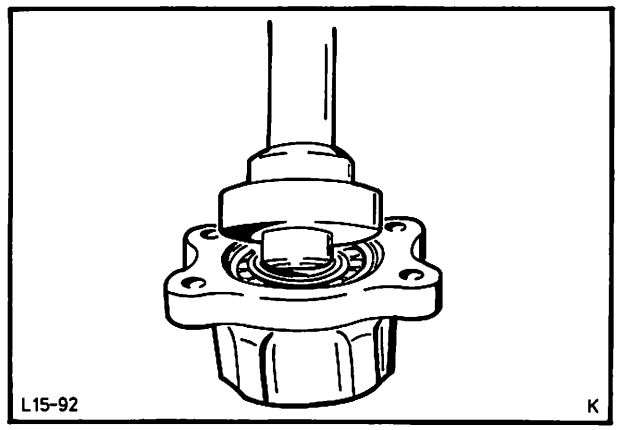

Abb. 142 Kugellager und Radialdichtringe mit Spezialwerkzeug 15-016 einpressen
4. Kugellager mit Spezialwerkzeug 15-016 bis zum Anschlag einpressen, Abb. 142.